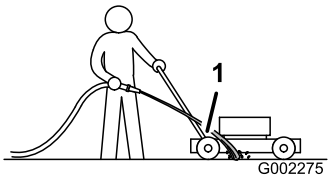

Figuur 35
3. Houd een tuinslang ter hoogte van de handgreep en richt de waterstraal op de grond, net vóór het rechter achterwiel (Figuur 35).